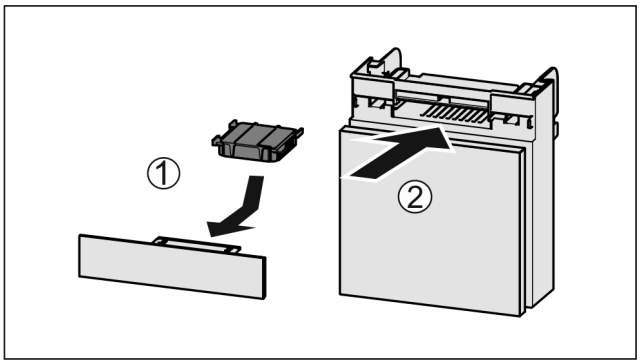

Fig. 62
▶ Insert the carbon filter as shown in the diagram *Fig. 62 (1)*.
▶ Push the compartment in *Fig. 62 (2)*.